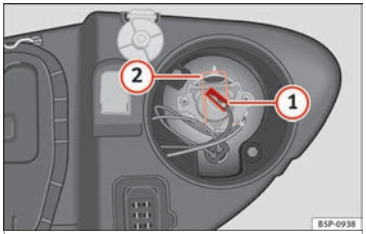

Fig. 181 Main beam headlight.
– Remove connector ››› Fig. 181 ① from the bulb.
– Press the spring ››› Fig. 181 ② inwards and to the right.